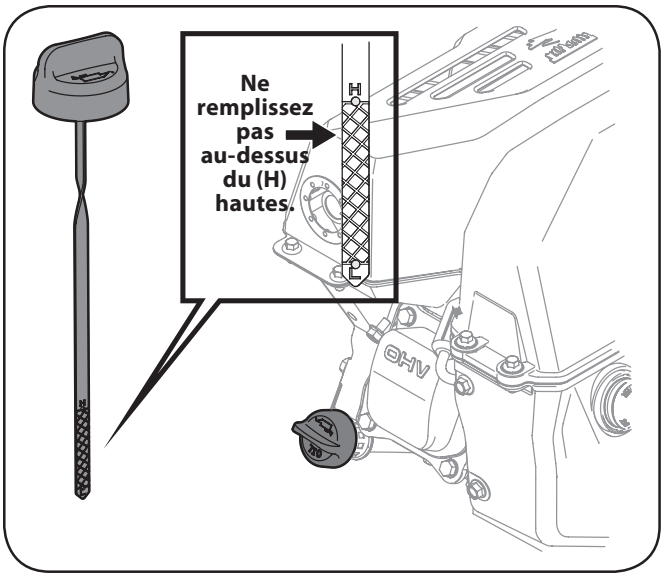

Figure 3-2
- Maintenir le niveau d'huile entre les repères haut (H) et bas (L) de la jauge à huile ou à la limite de débordement dans le cas d'un moteur sans jauge à huile. Voir la Figure 3-2.
1. Enlevez le capuchon de remplissage de l'huile et essuyez la jauge à huile. Voir la Figure 3-2.
3. Enlevez le capuchon de remplissage de l'huile. Si le niveau d'huile est bas, ajoutez lentement de l'huile jusqu'à ce que le niveau d'huile repères haut (H). Voir la Figure 3-2.